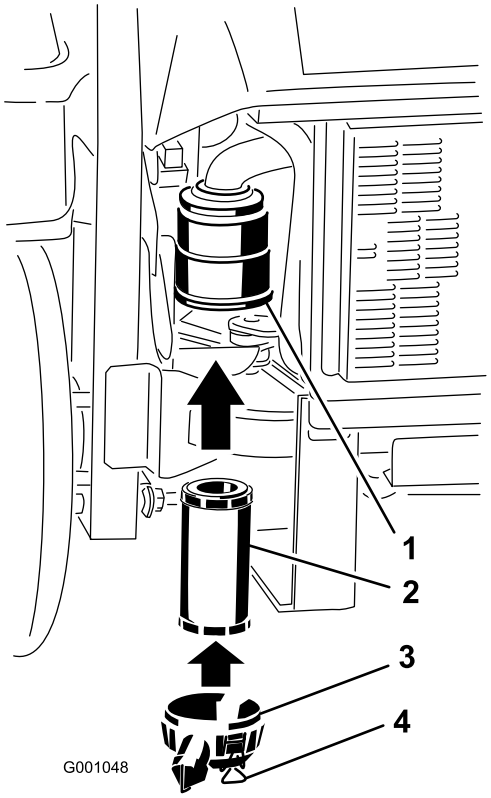

Figur 44
2. Skjut försiktigt in filtret i filterhuset (Figur 44). Kontrollera att det sitter ordentligt genom att trycka på filtrets yttre kant medan du monterar det.
3. Sätt tillbaka luftrenarkåpan och säkra spärrhakarna (Figur 44).